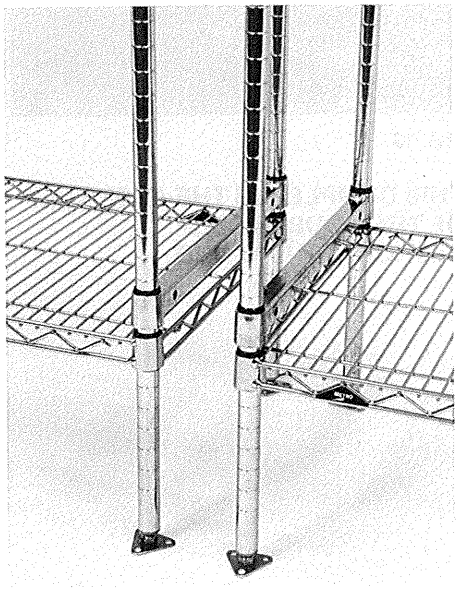

FIG. 7
8. Assemble a second shelving unit by following operations #1 thru #7. When assembling the second unit, take note to align the tie bar brackets to the first shelving unit. Shelf locations may vary. Next, position the units in the desired location, end to end, so the brackets are facing each other. The space between the brackets should be approximately 3 1/2" (Fig. 7).